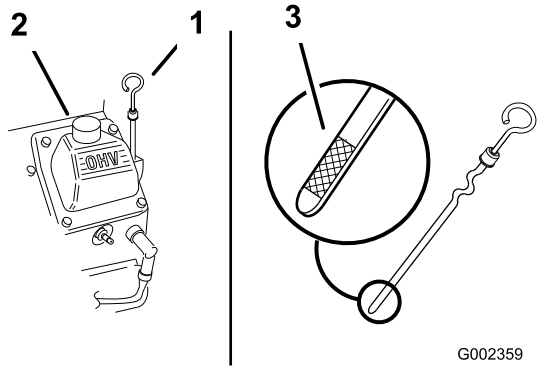

Figuur 16
2. Maak de omgeving van de peilstok schoon (Figuur 16), zodat er geen vuil in de vulopening kan komen, waardoor schade aan de motor kan ontstaan.
3. Verwijder de peilstok uit de buis en veeg deze schoon. Schuif daarna de peilstok weer helemaal terug (Figuur 16).
Het oliepeil moet tot aan de vol-markering 'Full' op het metalen uiteinde van de peilstok reiken (Figuur 16).
5. Als het oliepeil beneden de vol-markering 'Full' staat, verwijdert u de vuldop (Figuur 16) en vult u bij met olie totdat het oliepeil de vol-markering 'Full' op de peilstok bereikt. **Niet te vol vullen**.